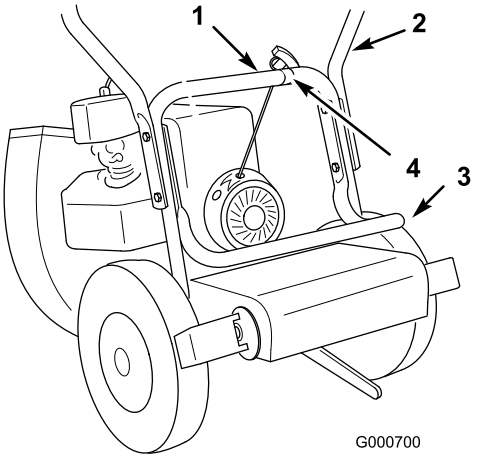

Figur 3
1. Montera det övre handtaget vid det nedre handtaget med fyra bultar &Bolt5_16x1 1_2; och låsmuttrar (5/16 tum) (Figur 3).
2. Säkra uppsamlarstödet på insidan av det nedre handtaget medan du monterar handtaget (Figur 3).